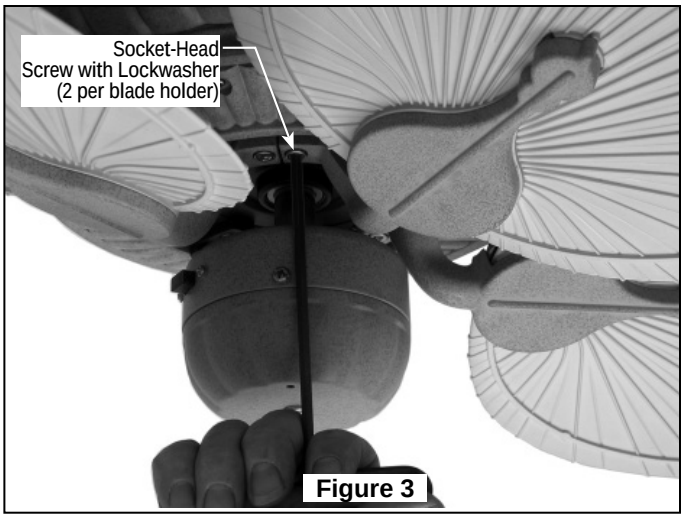

Figure 3
8. Attach Blade Holders to the bottom of the Fan Motor Hub using the ¼–20 x ⅝″ Socket Head Screws w/Lockwashers as shown in Figure 3.
9. Make sure the screws with lockwashers securing the Blade Holders to the Fan Motor Hub are tight and that the Blade Holders are properly seated. (Figure 3)